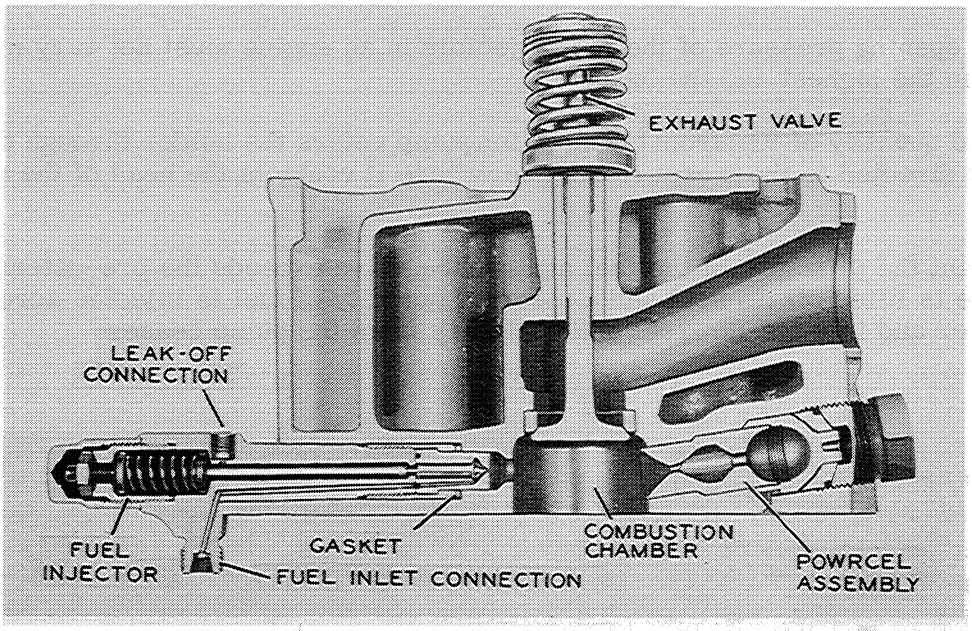

Figure I-4. Cutaway View of Injector and Cylinder Head Assembly
The fuel injectors are located in the right hand side of each cylinder head, one for each cylinder, Figure I-4. It is the function of the injectors to direct a metered quantity of fuel received from the injection pump across the cylinder combustion chamber into the Powrcel. This must be done with a very definite spray pattern and in such a manner as to produce the most efficient engine performance.
2. INSTALL A NEW GASKET ON THE INJECTOR NOZZLE, Figure I-4 and I-5. This gasket seals the nozzle clamp nut to the cylinder head, aids in positioning the injector in the head, and is important to the proper cooling of the injector. Be certain the old gasket has been removed.